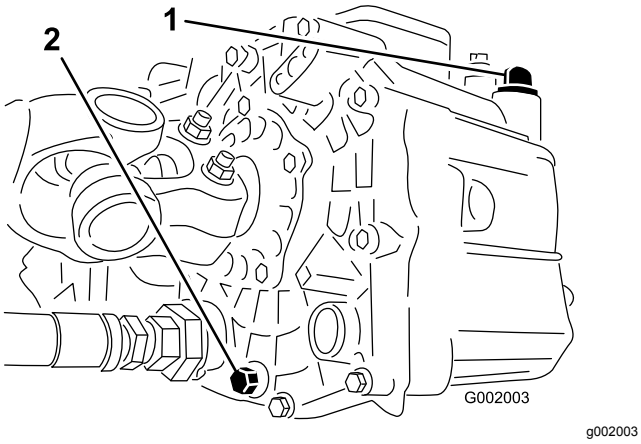

Figur 50
3. Ta bort avtappningspluggen från tankens sida och låt hydrauloljan rinna ner i uppsamlingstråget (Figur 50).